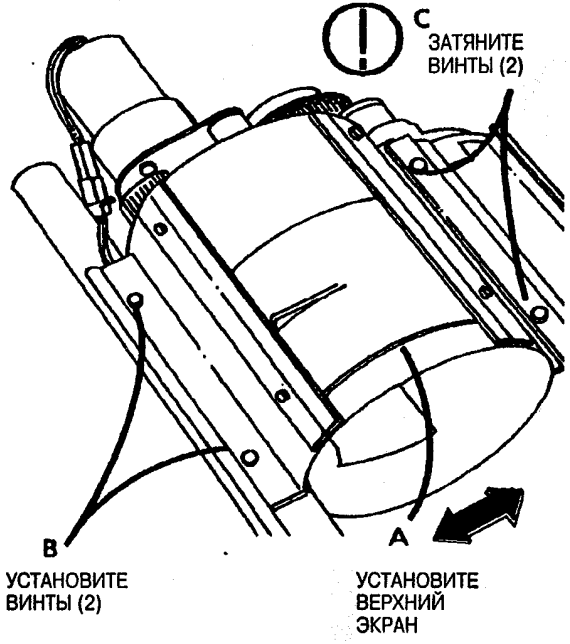

Рис. 5. Заново установите верхний экран
4. (Рис. 5): Заново установите верхний экран.